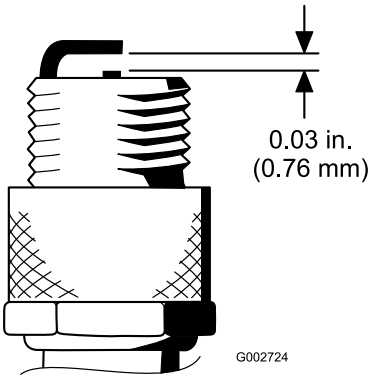

Figuur 45
4. Zorg ervoor dat de elektrodenafstand tussen de centrale elektrode en de massa-elektrode 0,76 mm bedraagt (Figuur 45).